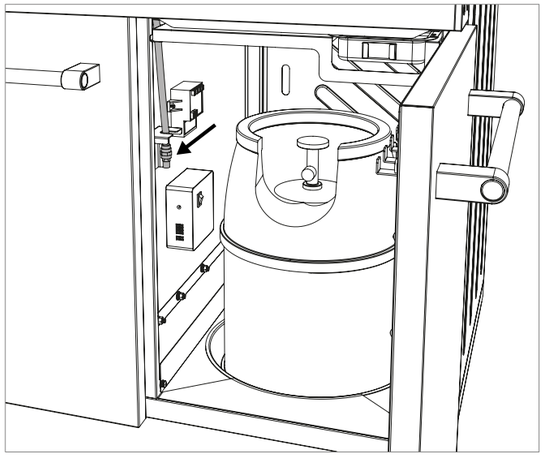

Fig. 2A
- Only gas bottles up to a maximum net weight of 11 kg may be placed on the base plate. Position the bottle in the space provided **(see Fig. 2A)**.
2. Open the gas supply at the bottle and brush a soap solution (50% liquid soap and 50% water) onto all parts that carry gas (connection at the gas bottle / gas pressure regulator / gas hose / gas inlet / connection on the valve). You can also use a leak spray **(see Fig. 2A and 2B).**